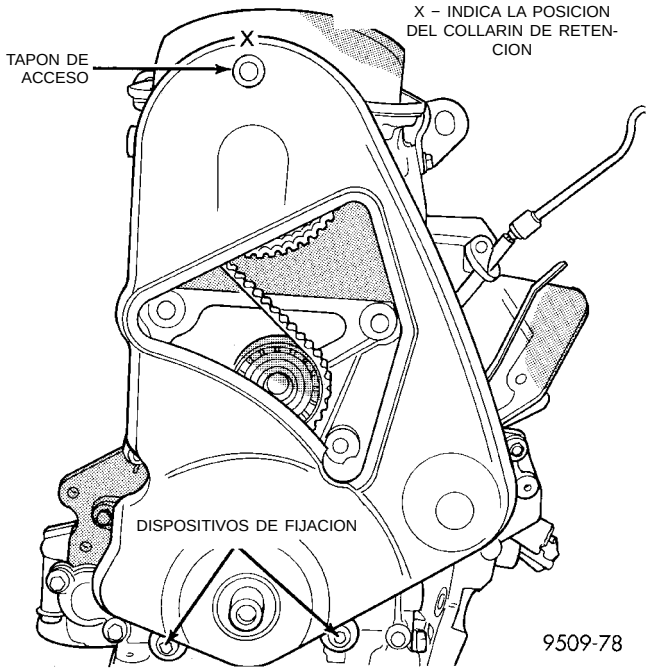

Fig. 37 Tapa de la correa de distribución
(7) Retire la tapa delantera de la correa de distribución (Fig. 37).